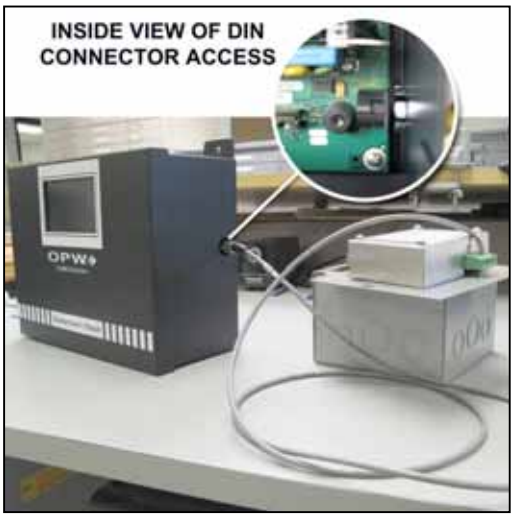

Figure 38: DIN Connector Access
5. See Figure 38. Attach the DIN connector on the 20-1582 cable to the Controller.